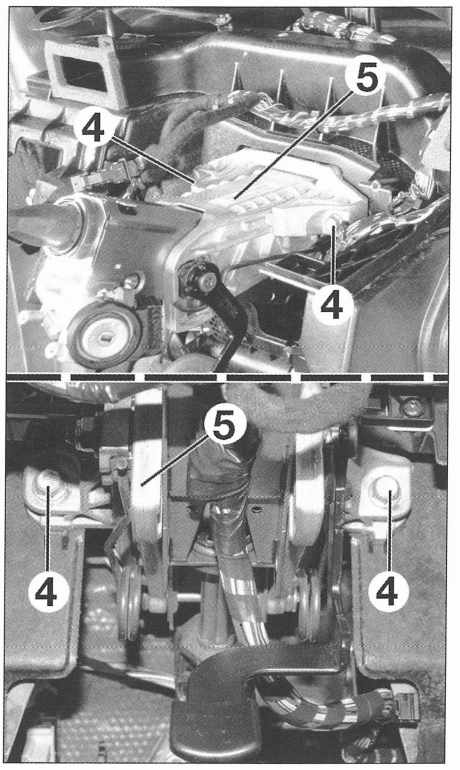

FIG. 8
- los 4 tornillos de fijación (4) de la columna de dirección (5) **(fig. 8)**.